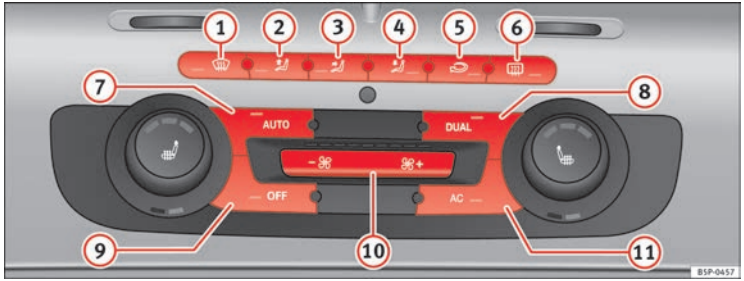

Fig. 133 On the instrument panel: 2C Climatronic controls.
– To enter manual mode, press one of the buttons ⇒ fig. 133 (1) to (5) or press the air flow control (10). The selected function is shown on the radio or navigator display.
– Press the button ⟲ ⇒ page 164, fig. 133 (2) to switch air recirculation mode on or off. It is switched on if the following symbol appears in the display ⟲.